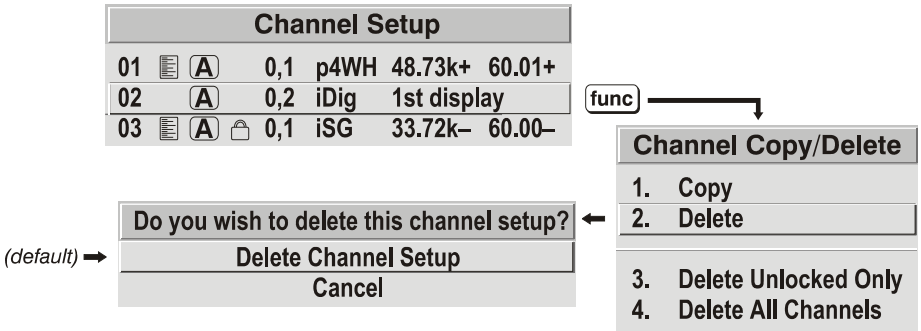

***Figure 3.5. Deleting a Channel***
**TO DELETE A CHANNEL**, highlights the desired channel in the *Channel Setup* menu, then press (Func) to activate the *Channel Copy/Delete* submenu. Select "Delete" and press (↵)—a window will appear to confirm the deletion of this channel. See Figure 3.5.